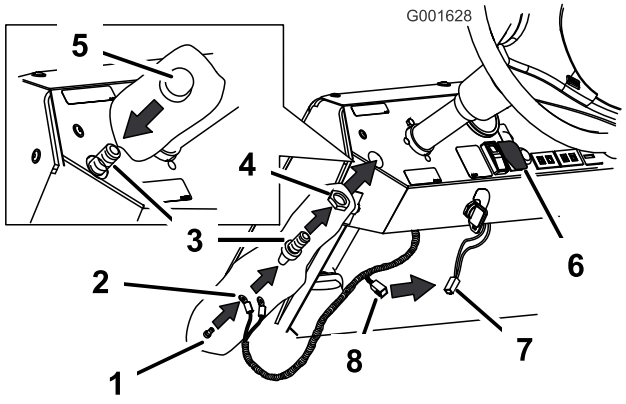

Figur 16
2. Ta bort signalhornsknapplocket och gänga på muttern på omkopplarens synliga gängor (Figur 16).
3. Koppla de vita och röda kablarna vid kablagets ände till baksidan av signalhornsomkopplaren med hjälp av de två medföljande skruvarna (Figur 16).
4. Flytta omkopplaren under instrumentbrädan och för den genom det borrade hålet (Figur 16).
5. Skruva på signalhornsknapplocket på omkopplarens gängor för att fästa omkopplaren på instrumentbrädan (Figur 16).
6. Leta under instrumentbrädan och kontrollera att det finns en ledning som i Figur 16. Den kommer från huvudkablaget under ljusomkopplaren. Om det finns en ledning ansluter du den till det nya kablaget.